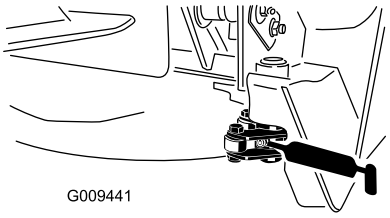

Figuur 39
Draaipunt van sluiting (2) (Figuur 39)